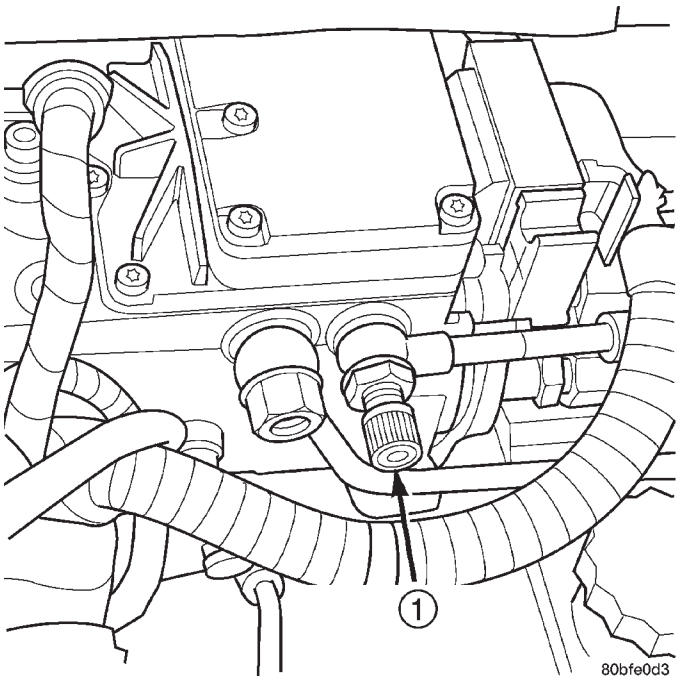

Fig. 62 Fuel Pressure Test Port Fitting
(1) Remove protective cap at test port (Fig. 62). Clean area around cap/fitting before cap removal.
(2) Install Special Fuel Pressure Test Gauge 6828 (or equivalent) to fitting at test port (Fig. 62).
(3) To prevent engine from starting, remove fuel system relay (fuel injection pump relay). Relay is located in Power Distribution Center (PDC). Refer to label under PDC cover for relay location.